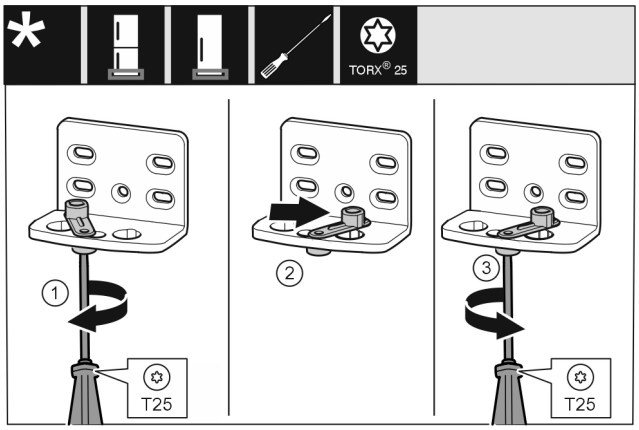

Fig. 11
▶ Открутите винт отверткой T25. *Fig. 11 (1)*
▶ Приподнимите фиксатор двери и поверните в отверстии на 90° направо. *Fig. 11 (2)*
▶ Затяните винт отверткой T25. *Fig. 11 (3)*